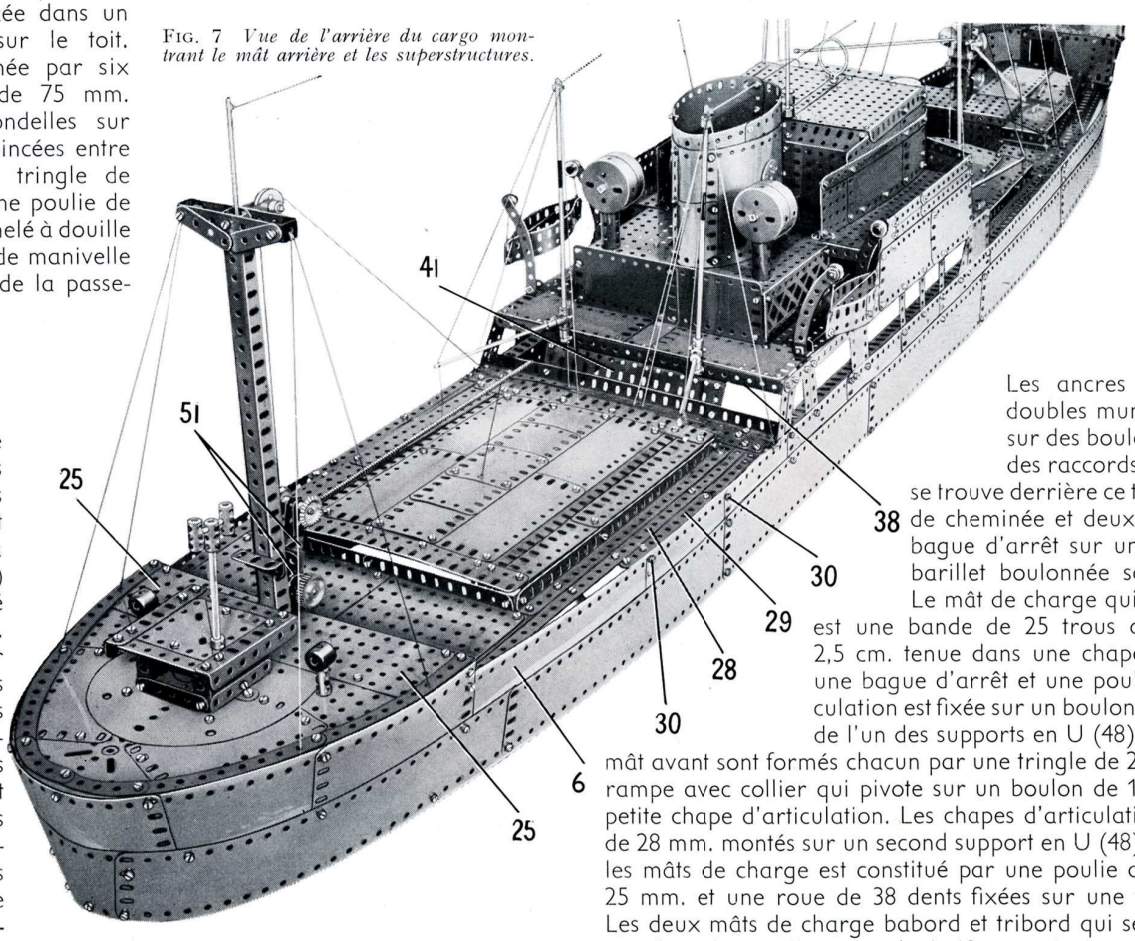

FIG. 7 *Vue de l'arrière du cargo montrant le mât arrière et les superstructures.*
Le mât arrière (fig. 7) se construit de la même façon que le mât avant, à à l'exception de quelques détails que l'on peut apercevoir sur les figures. Deux embases triangulées coudées (51) et une cornière de trois trous sont boulonnées sur le mât.